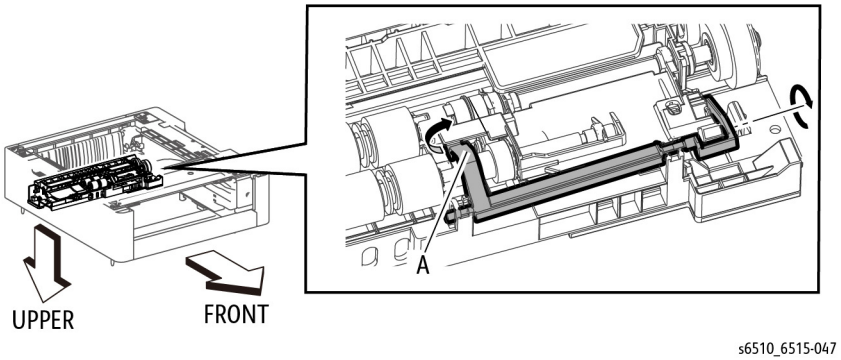

Figure 2 Release the No Paper Actuator
4. Refer to Figure 2 to release the portion A of the No Paper Actuator in the direction of the arrow and fully rotate the actuator.